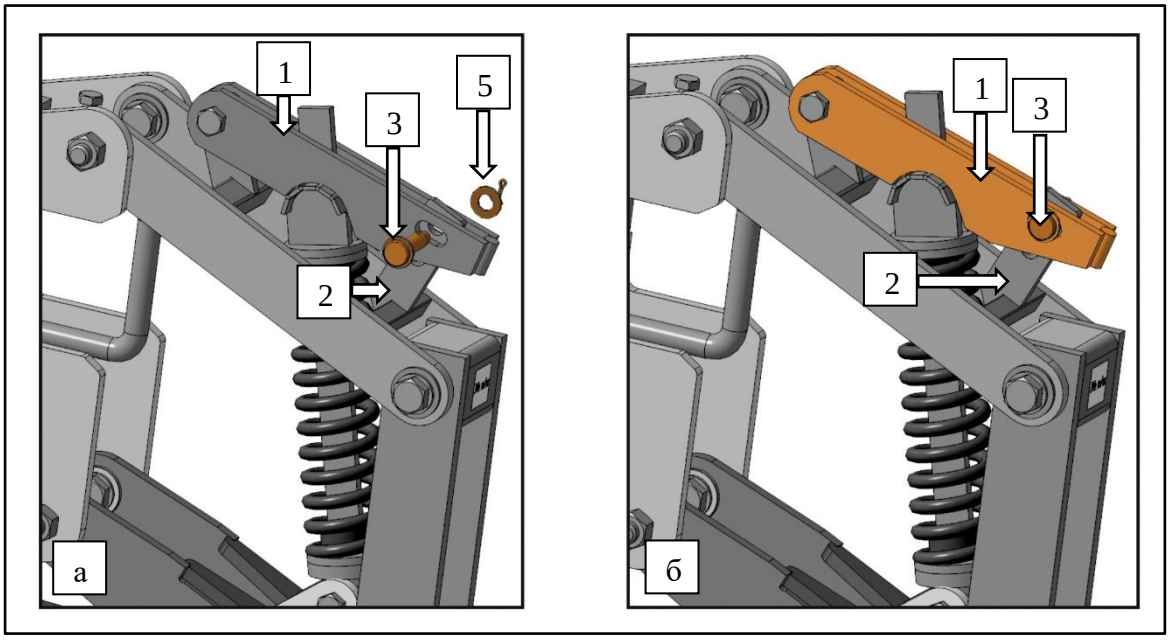

Рисунок 35 – Регулировка
1. Демонтировав шплинт и шайбу (5), извлечь фиксатор (3), рис. 35 а;
2. Совместить отверстие на тяге (1) с отверстием (отв. 1 или отв. 2) на рычаге (2);
3. Зафиксировать тягу (1), используя фиксатор (3), шайбу и шплинт (5), рис. 35 б.